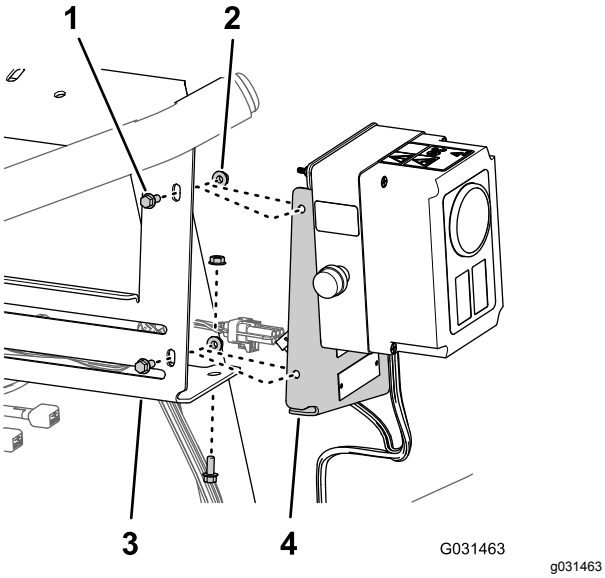

Figur 19
1. Fjern de tre flenshodeboltene (1/4 x 5/8 tomme) og de tre sagtakkede flensmutterne (1/4 tomme) som fester monteringsplaten for reléskapet til manifoldfestet for sprederventilene (Figur 19).
2. Skill monteringsplaten fra manifoldfestet (Figur 19).